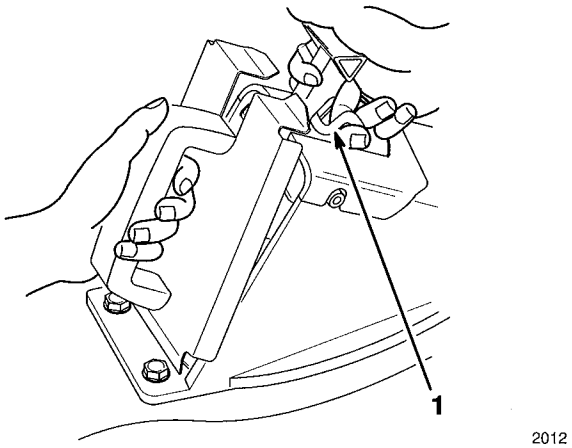
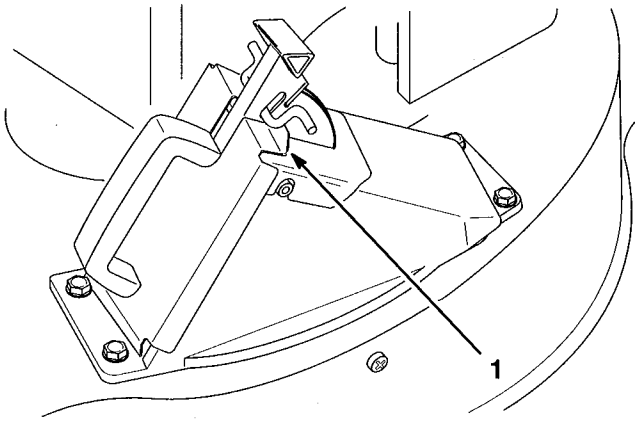

Figure 20
Figure 21
2. Insert the plug into the discharge tunnel opening and fit the lower section into the opening first (Fig. 20).
3. Lift door latch on door handle (Fig. 20). Push the top of the plug all the way in while moving the door handle rearward. Release the door latch, allowing it to hook over tabs on plug (Fig. 21).